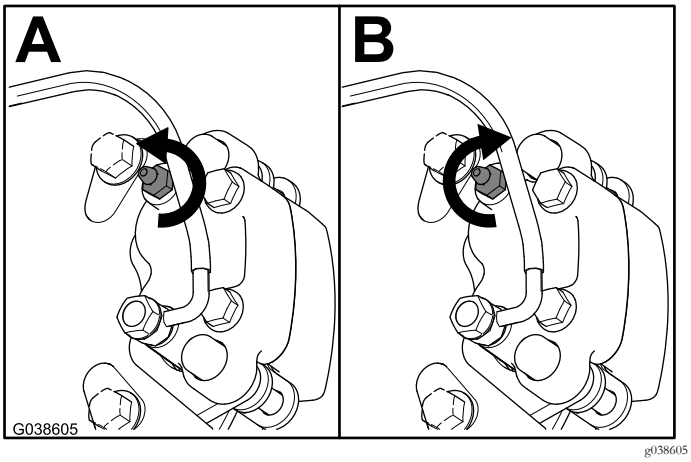

Figur 12
3. Med bremsepedalen trykket helt ned løsner du lufteskruen 1/4 omdreining (Figur 12).
4. Med bremsepedalen trykket helt ned strammer du lufteskruen 1/4 omdreining (Figur 12).